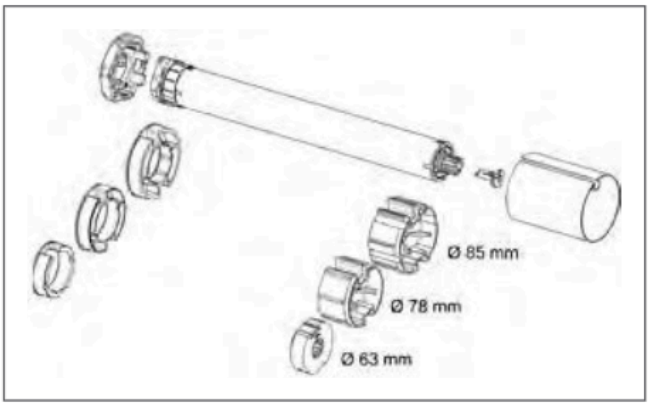

Figure 1: exemples de différentes tailles d'axe
1. Déterminez la taille de la bague d'appui et de l'accouplement en fonction de la taille de l'axe (figure 1)